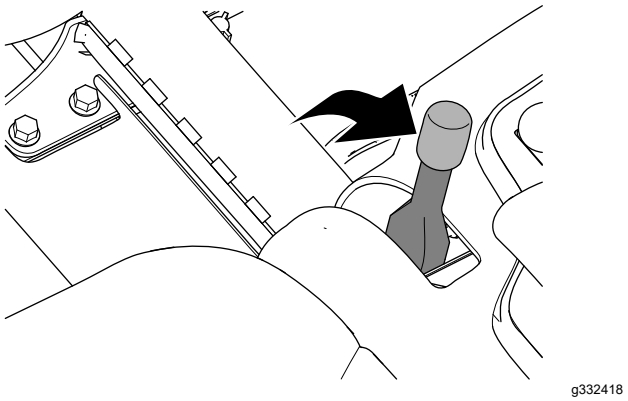

Figur 31
2. Koppla in parkeringsbromsen (Figur 31).